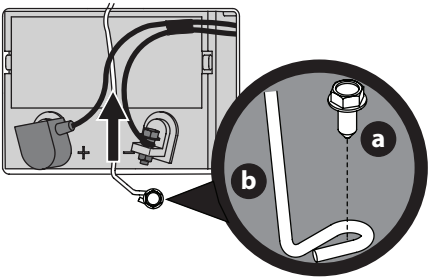

Fig. 14
3. Extraiga el tornillo de cabeza hexagonal con arandela (a) que sujeta la barra de sujeción de la batería al marco (b). Luego levante la barra de sujeción (b) de la batería para liberar la batería (Fig. 14).